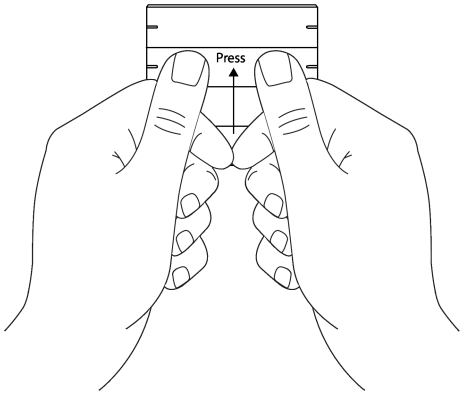

Bild 5: Bedienwippe mittig andrücken
- Mit beiden Daumen die Bedienwippe andrücken (siehe Bild 5).